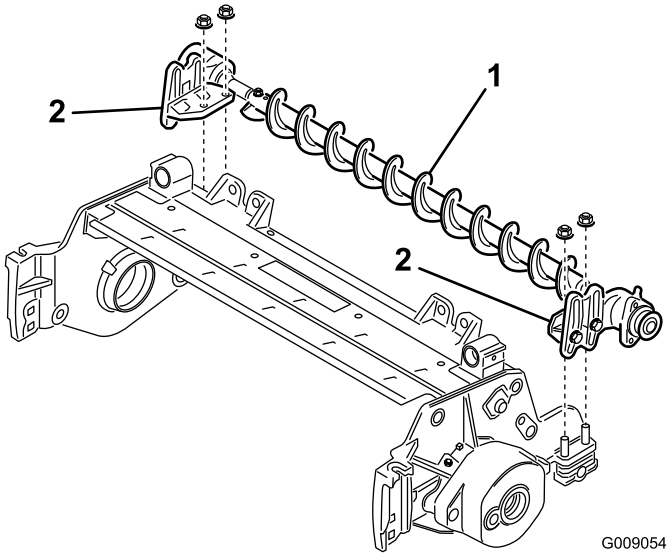

Figuur 8
7. Plaats de montagebeugels van de rolborstel op de bouten van de rolbeugel (Figuur 8).